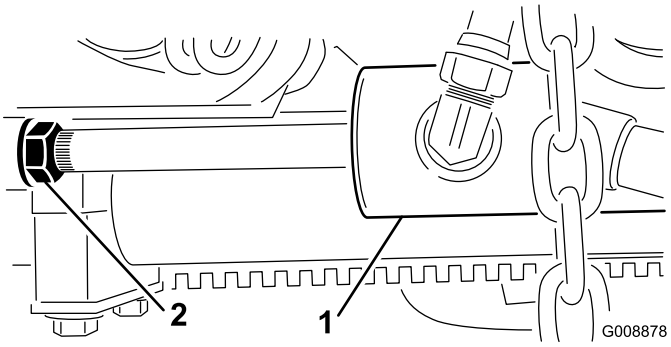

Figur 27
B. Drej kontramøtrikken på cylinderen tilbage (Figur 27).